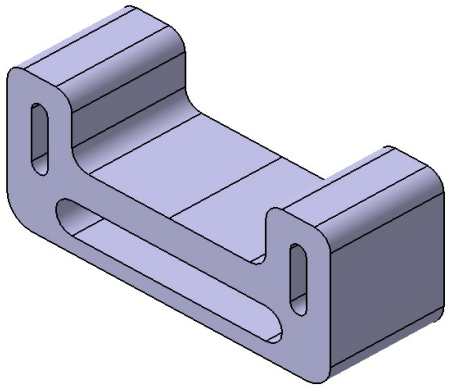
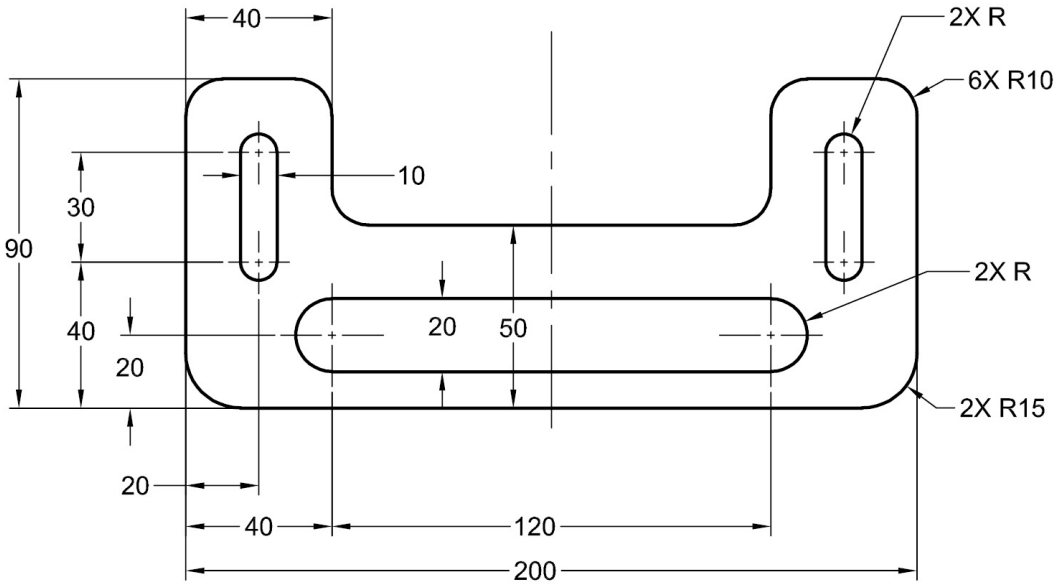

Figure 3-68 *The model for Tutorial 3*
Figure 3-69 *The sketch of the model for Tutorial 3*
In this tutorial, you will draw the sketch of the model shown in Figure 3-68. The sketch is shown in Figure 3-69. Do not dimension the sketch. The solid model and its dimensions are given only for your reference. **(Expected time: 30 min)**
11. Similarly, fillet other corners of the sketch with a radius value 10, refer to Figure 3-69.